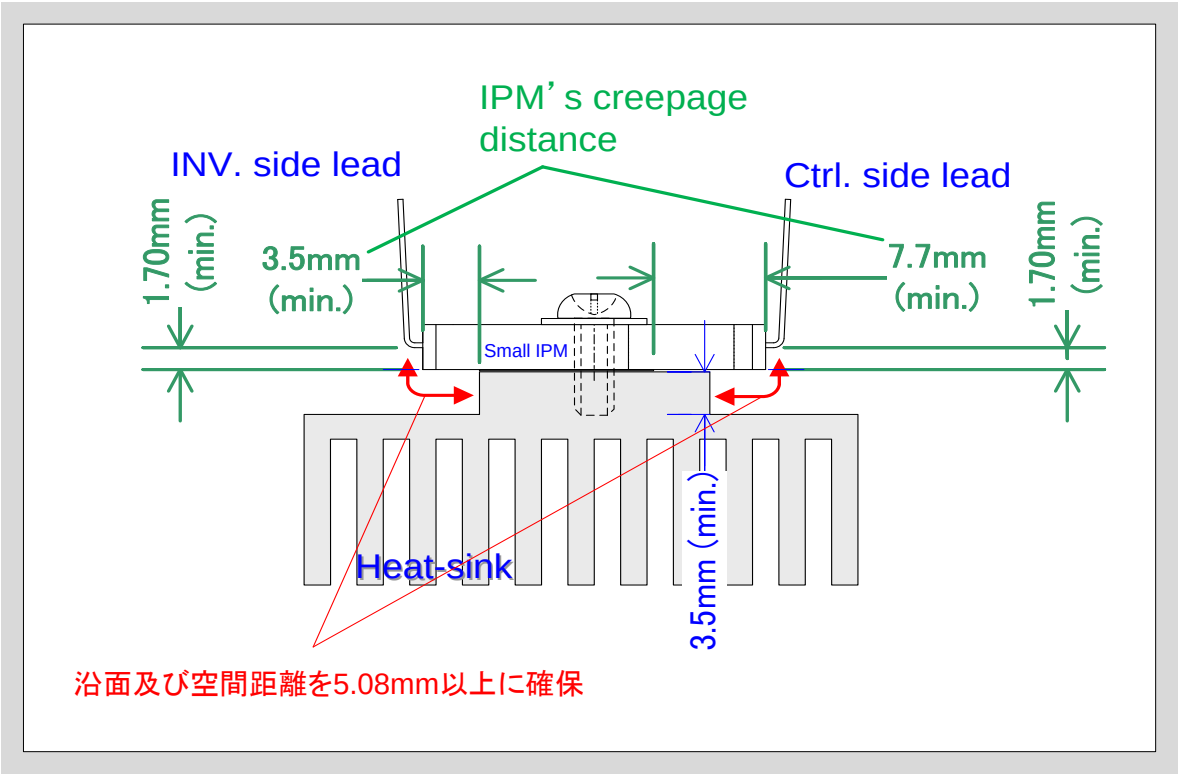

図8-2　ヒートシンクの絶縁距離
- 図8-2のようなヒートシンク加工により、ULに準拠する空間距離、沿面距離5.08mm以上を確保できます。